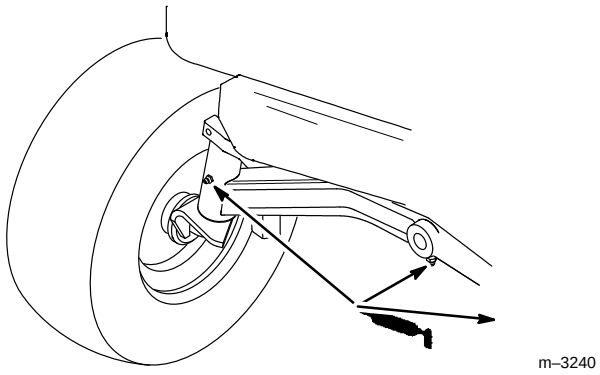

Figure 35
1. Graisser les fusées des roues droite et gauche jusqu’à ce que la graisse commence à suinter hors des roulements (Fig. 35).
2. Graisser le pivot de l’essieu avant (Fig. 35).